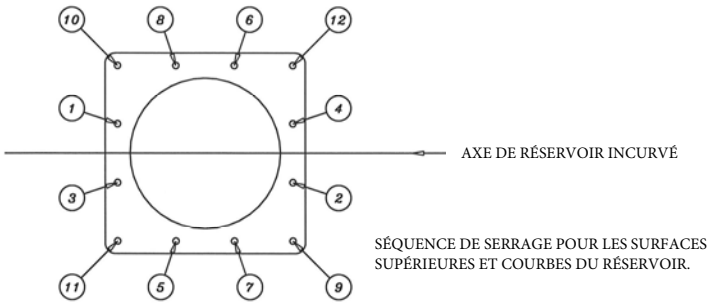

Fig. 6
17. Serrez tous les boulons de la plaque à 40-60 po. 4,5 à 6,8 Nm (lb) de couple, ou jusqu'à ce que tous les boulons soient bien ajustés au sommet de la surface de la plaque. Serrez ensuite tous les boulons à 78-95 po. lb (8,8 à 10,2 nm). Vérifiez ensuite de nouveau les boulons dans l'ordre indiqué à la figure 6 pour 78 à 95 po. lb (8,8 à 10,2 nm).